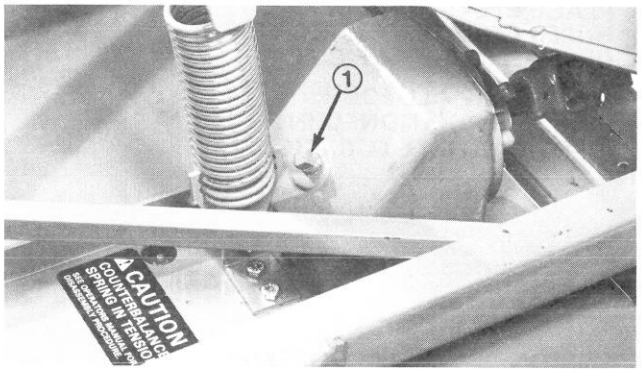

Figure 36
2. Lower cutting unit so castor wheels are on a level surface. Be sure all height-of-cut pins are in the same hole locations. Remove filler plug (Fig. 36) from gear box and check level of lubricant. If level of lubricant is low, add SAE 10W-40 SF engine oil until level is up to bottom of filler hole. Wipe any metal particles off filler plug and install filler plug.